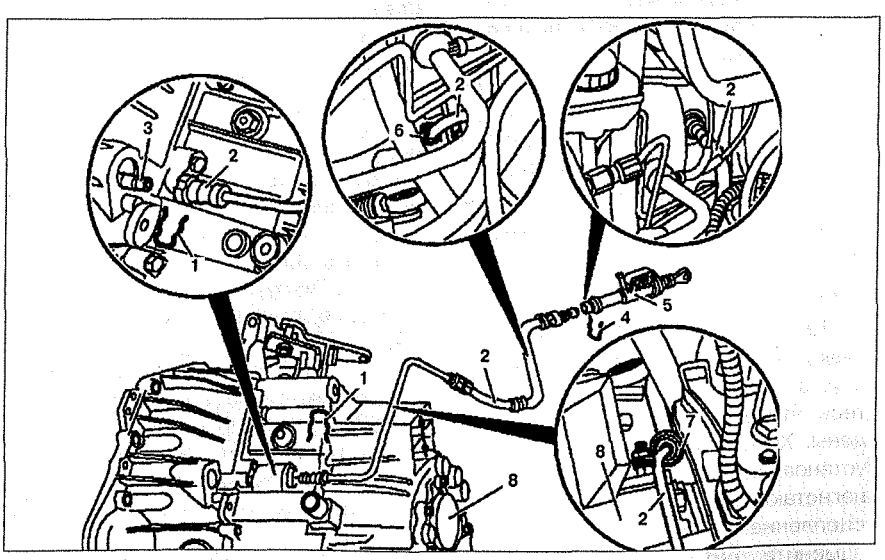

Рис. 6.7. Гидропроводы сцепления (автомобили с двигателем 611.980):
1. Снимите фиксатор **6** и отсоедините гидропровод **2** (см.рис.6.7).